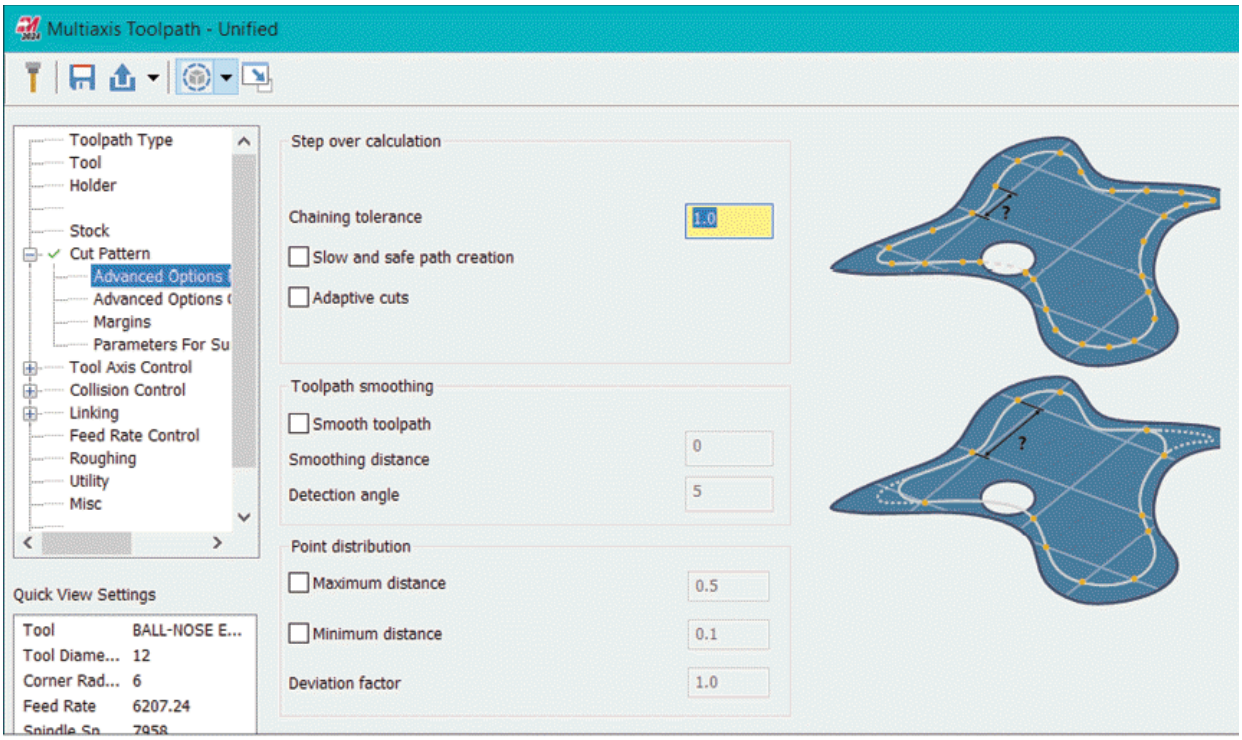

Figure-26. Advanced Options For Surface Quality page
- Click on the **Advanced Options For Surface Quality** option from the **Cut Pattern** node to define parameters for smoothening the toolpath. The options will be displayed as shown in Figure-26.